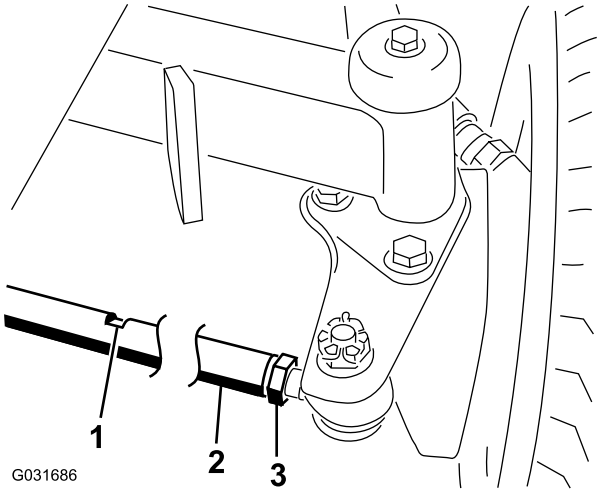

Figur 48
2. Løsne låsemutteren på begge ender av parallellstaget (Figur 48).